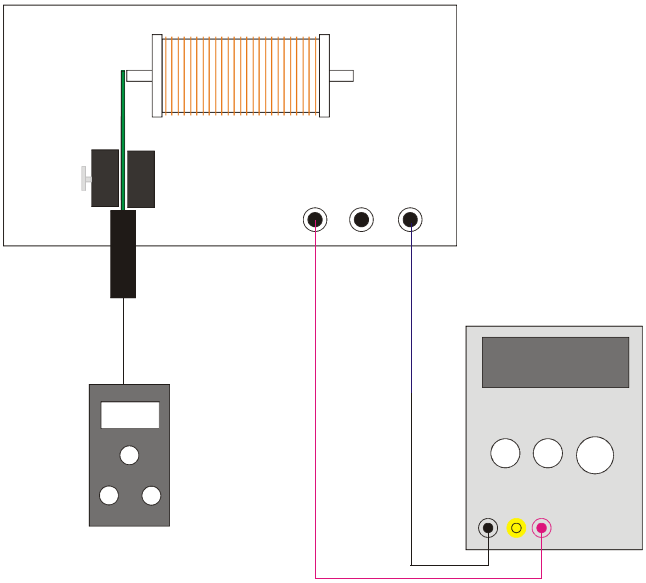

Fig. 2: Experimenteller Aufbau „Statische Messung“
- Netzgerät, Spule und Teslameter gemäß Fig. 2 beschalten.